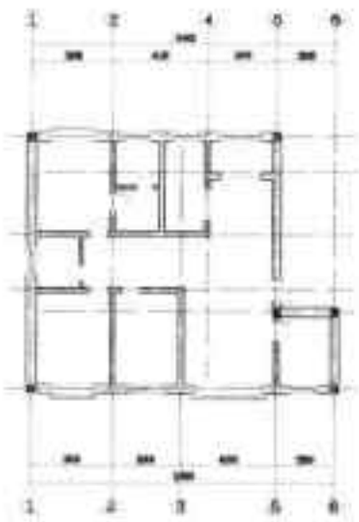

图17-73 添加上下轴线标注
Step 05 按回车键，即可完成上下轴线的标注操作，其中每条轴线都正按照顺序添加了相应的轴号，如图 17-73 所示。